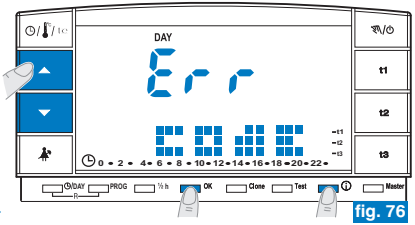

fig. 76
*- Si se introduce la contraseña equivocada aparecerá el mensaje **Err** (fig. 76).*